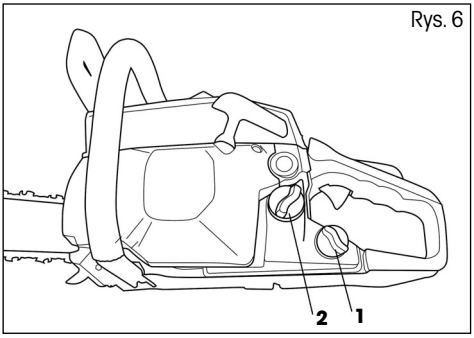

Rys. 6
- Odkręć korek wlewu (Rys. 6, punkt 1).
- Odkręć korek zbiornika paliwa (Rys. 6, punkt 2) i wlej paliwo. Następnie zakręć korek z powrotem.